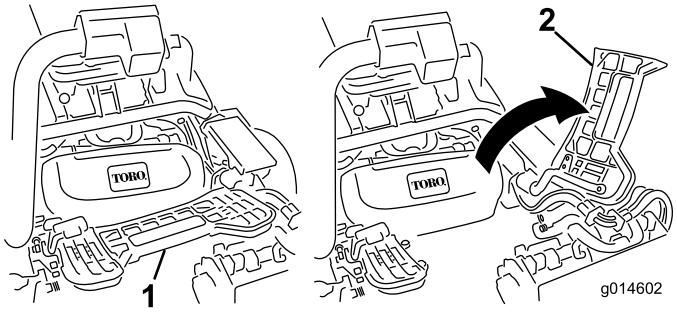

Figur 31
1. Hæv fodstøtten og vip den åben, så du får adgang til den midterste klippeenheds position (Figur 31).